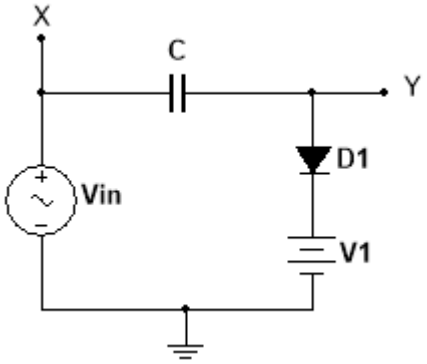

Figure 3. Clamper Circuit
3) Construct the circuit given in Fig. 3 and apply $V_{in}(t) = 10\sin(100\pi t)$ as an input signal. Observe and plot input and output waveforms from the points X and Y, respectively. (C=10 μF, V_1=2 V). What is your observation on output? Is it expected value? Why?